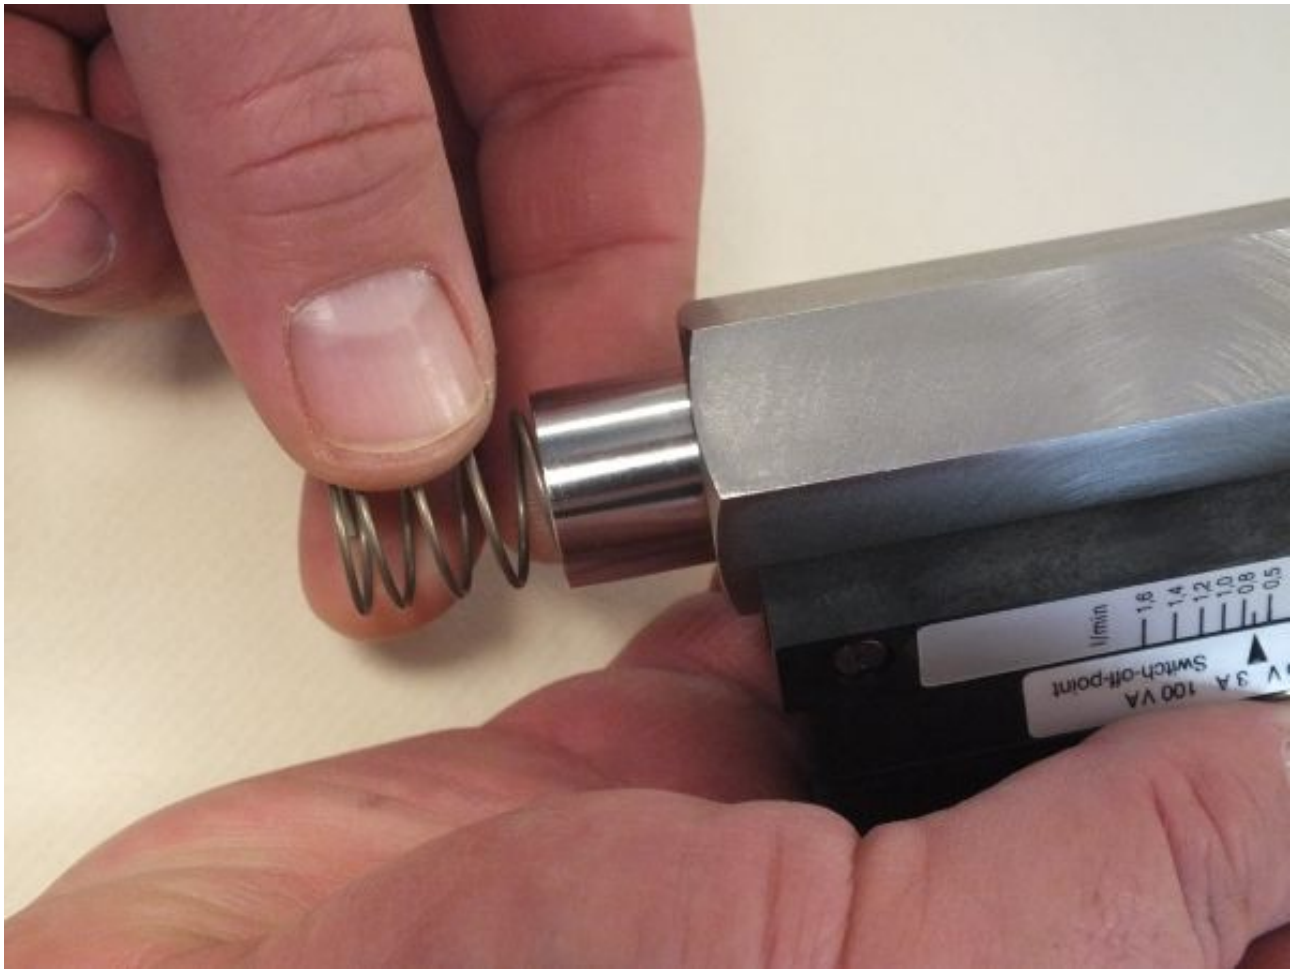

Fig. 44: Remove inner parts
6. Carefully turn the device body 180° and remove the inner parts (float, magnets and spring). (*Fig. 44*)